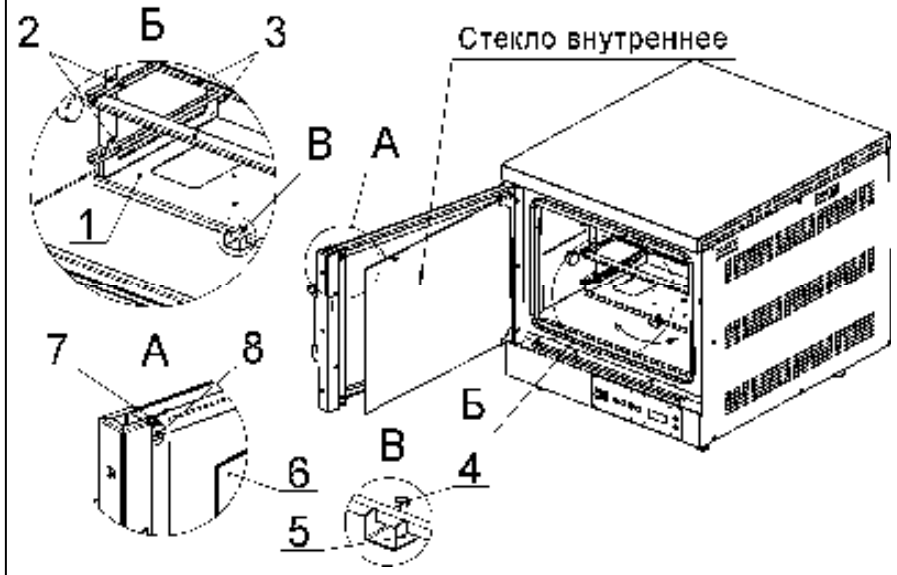

Рис. 1
При эксплуатации печи ПКУ-530МРЭ, Вы можете, вместо противней с размерами 530х530мм или GN1/1 (530х325мм), использовать противни или посуду с меньшими размерами (см. табл. 2). Для этого необходимо в пазы кронштейнов уровней 2 установить дополнительные кронштейны 3 , как показано на виде Б, рис. 1.
Для доступа к внутренним поверхностям стекол дверки, внутреннее стекло можно открыть. Для этого достаточно ослабить винты 7 (вид А, рис. 1) и отвести флажки 8, фиксирующие внутреннее стекло в закрытом положении.
4.13 Для использования режима ротации клети обязательно вывернуть и удалить болт фиксации ротационной клети в транспортном положении 4 и стопор ротационной клети 5 (см. рис. 1, вид В). Болт и стопор необходимо сохранить для эксплуатации печи без использования режима ротации.
6.2 Стёкла дверки всегда должны быть чистыми. Для доступа к внутренним поверхностям стекол дверки, внутреннее стекло можно открыть. Для этого достаточно ослабить винты 7 (вид А, рис. 1) и отвести флажки, фиксирующие внутреннее стекло.